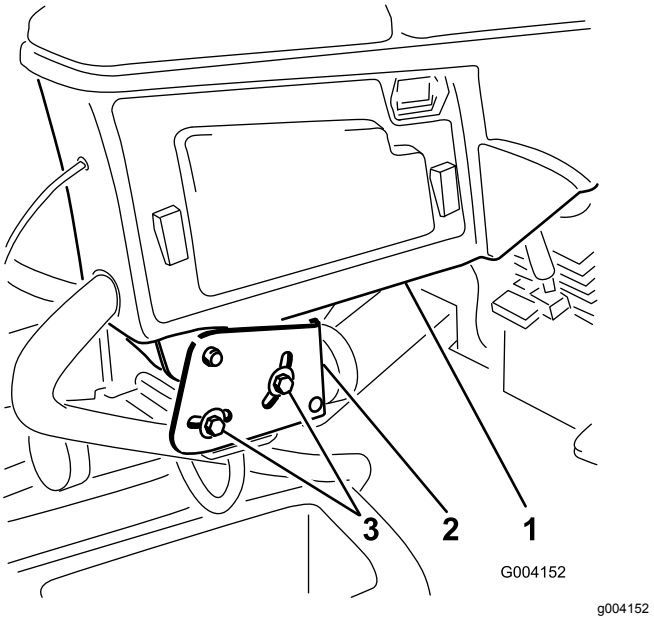

**Figur 2**
1. Løsn de to bolte, der fastgør styrearmen til holdebeslaget (Figur 2).